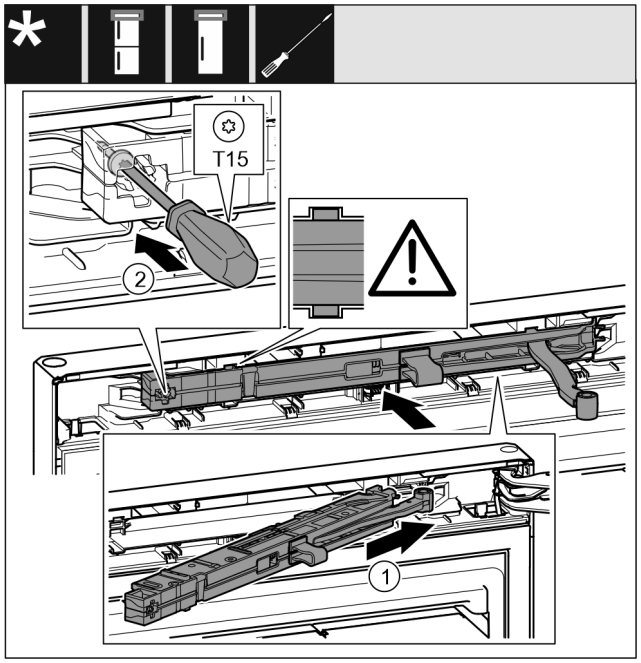

Fig. 44
- ▶ Sluitdemperunit *Fig. 44 (1)* aan de lagerbokzijde tot aan de aanslag schuin in de uitsparing schuiven.
- ▶ Schroef *Fig. 44 (2)* met een schroevendraaier vastschroeven.